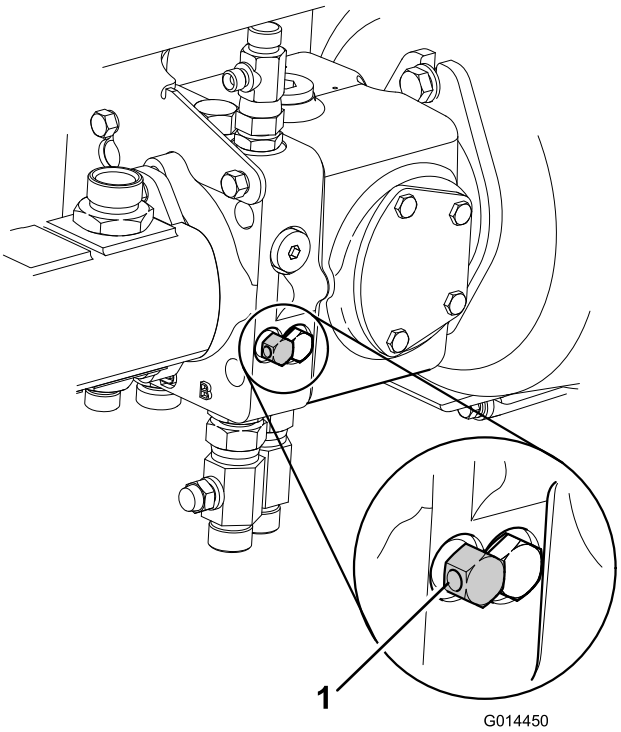

Figuur 61
7. Schakel het hydraulische bedrijfsremsysteem uit door de omloopklep onder de transmissiepomp maximaal drie slagen linksom te draaien (Figuur 61).